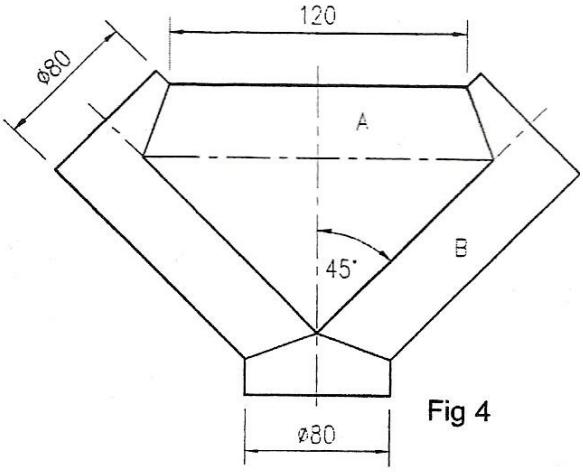

Fig 4
4. Fig.4 shows the elevation of an arrangement of a gusset piece and cylinders forming a junction piece. Develop the full templates for A and B. Scale: 1 : 2.